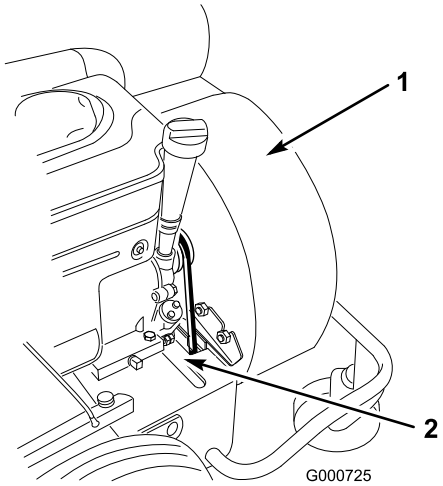

Figur 36
11. Sæt remmen på remskiven og før den ned gennem åbningen (Figur 36).